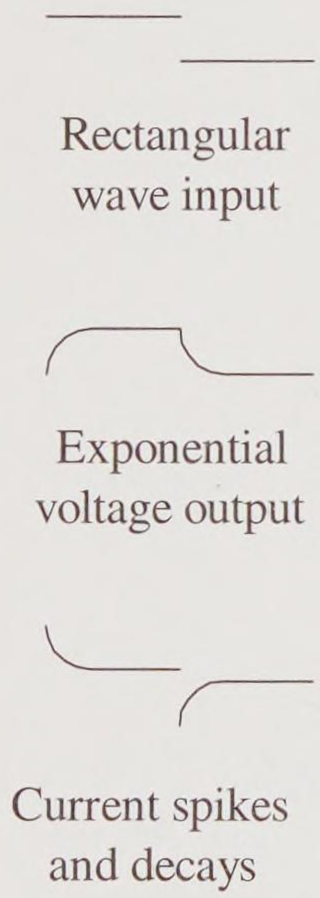

Figure 15-21 Rectangular signal responses in an RC circuit
A square wave into a hidden capacitance (RC) circuit produces a voltage exponential response as shown in Figure 15-21 just like a circuit designed with RC components. Another way to think of this response is that the capacitor voltage resists a sudden change in voltage and therefore changes exponentially. Since the stray capacitance initially acts like a short, the stray capacitance induces a **surge current** spike in the circuit with each leading and lagging edge of the rectangular wave.